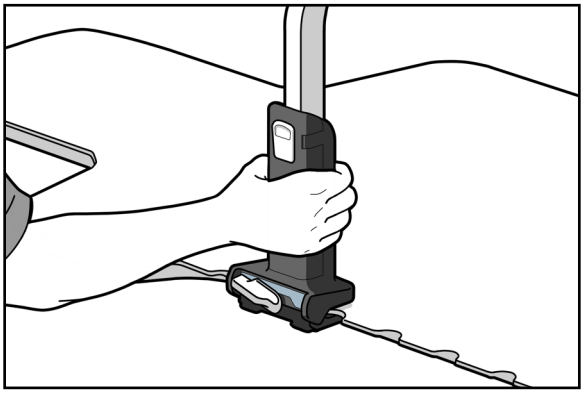

Figure 1
1. Avec le levier de verrouillage en position déverrouillée, fixer une pince pour pont de chaque côté du dispositif. (Figure 1)